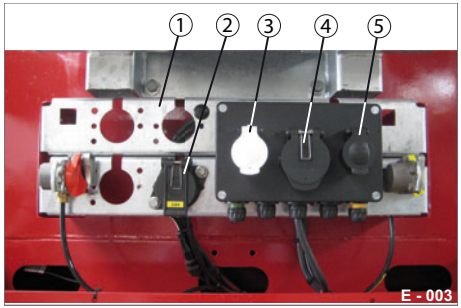

Abb. 1 Bedienstelle Tieflader-Sattel
▶ Öffnen Sie die Steckdose (Abb. 1/4) und stecken Sie den Stecker (15-polig) von der Zugmaschine ein. Alternativ können Sie die zwei 7-poligen Stecker in die Steckdosen (Abb. 1/3 & Abb. 1/5) einstecken.
EBS/ABS-Stecker muss vor Fahrtantritt von der Zugmaschine aus in die Steckdose (Abb. 1/2) des Anhängers eingesteckt sein.